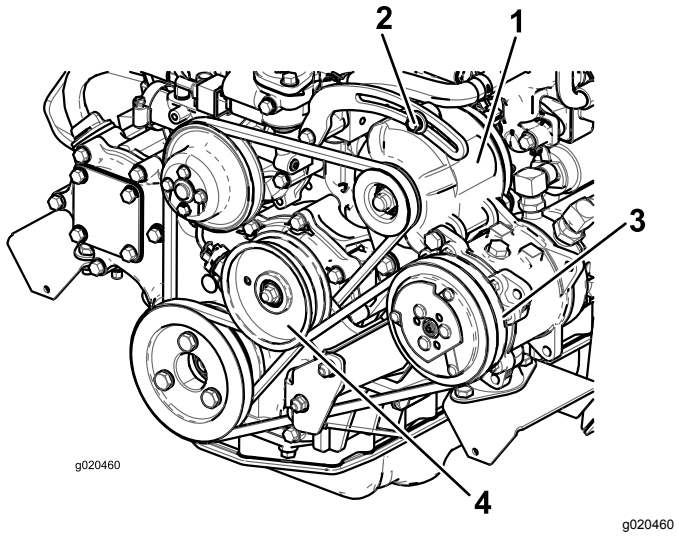

Figuur 95
Controleer de conditie en de spanning van de riem (Figuur 95) om de 100 bedrijfsuren.
2. Als de speling niet correct is (10 mm), moet u de montagebouten van de wisselstroomdynamo losdraaien (Figuur 95). Verhoog of verminder de spanning van de riem van de wisselstroomdynamo en draai de bouten vast. Controleer nogmaals de speling van de riem om zeker van te zijn dat de spanning correct is.
2. Als de speling niet correct is (10 mm), moet u de montagebout van de spanpoelie losdraaien (Figuur 95). Verhoog of verminder de spanning van de compressorriem en draai de bouten vast. Controleer nogmaals de speling van de riem om zeker van te zijn dat de spanning correct is.